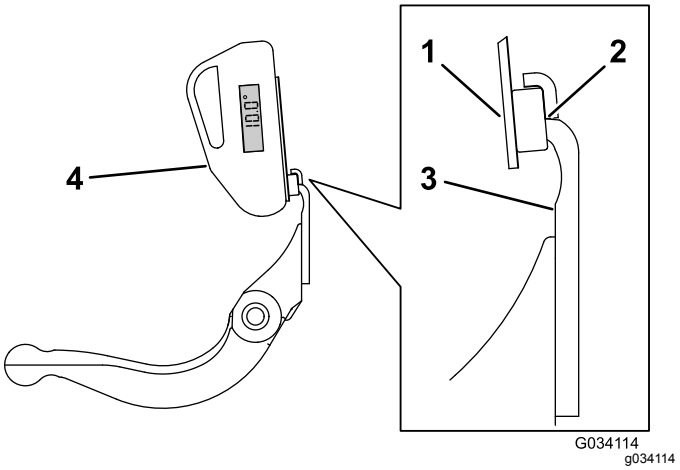

Figur 67
3. Placera vinkelindikatorfästet på underknivens egg så att magnetens kant får kontakt med underknivens kant (Figur 67).
4. Placera vinkelindikatorn på fästet enligt Figur 67.